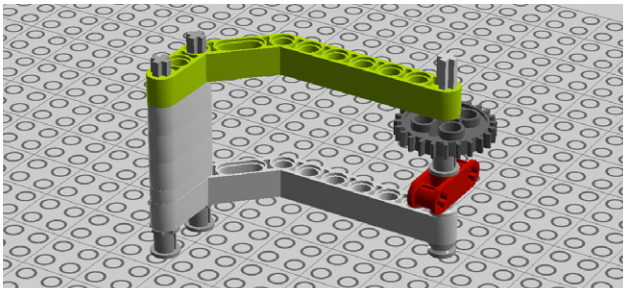

Figure 7-74. *Step 67: Adding another double angle beam*
67. Next, throw on another double angle beam (see Figure 7-74).